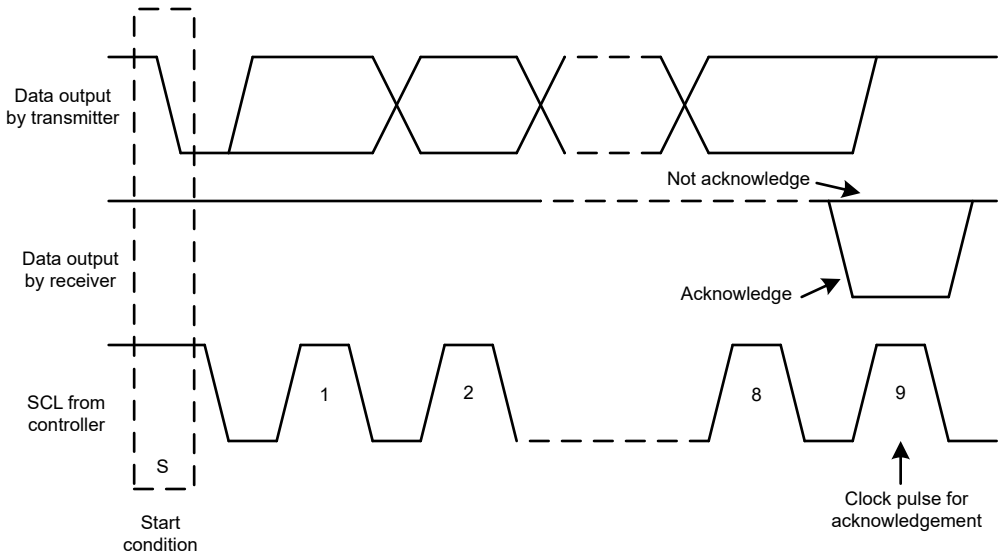
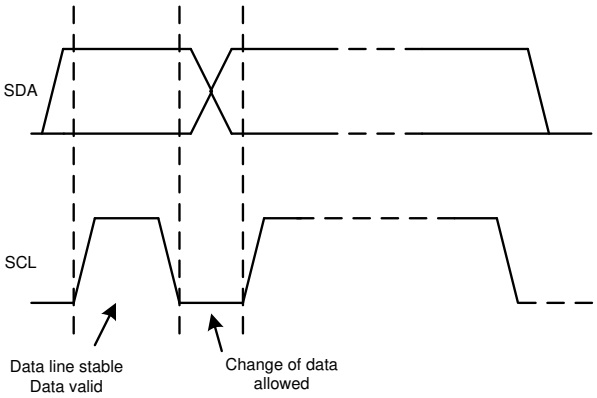

Figure 7-20. Acknowledge and Not Acknowledge on the I²C Bus
Figure 7-22. Bit Transfer on the I^2C Bus
Other than specific timing signals, the I²C interface works with serial bytes. At the end of each byte, a ninth clock cycle generates and detects an acknowledge signal. An acknowledge is when the SDA line is pulled low during the high period of the ninth clock cycle. A not-acknowledge is when the SDA line is left high during the high period of the ninth clock cycle, as shown in Figure 7-20.
2. The controller then generates the SCL pulses, and transmits the 7-bit address and the read/write direction bit (R/$\overline{W}$) on the SDA line. During all transmissions, the controller makes sure that data are valid. A valid data condition requires the SDA line to be stable during the entire high period of the clock pulse, as shown in Figure 7-22. All devices recognize the address sent by the controller and compare the address to the respective internal fixed address. Only the target device with a matching address generates an acknowledge by pulling the SDA line low during the entire high period of the 9th SCL cycle, as shown in Figure 7-20. When the controller detects this acknowledge, the communication link with a target has been established.